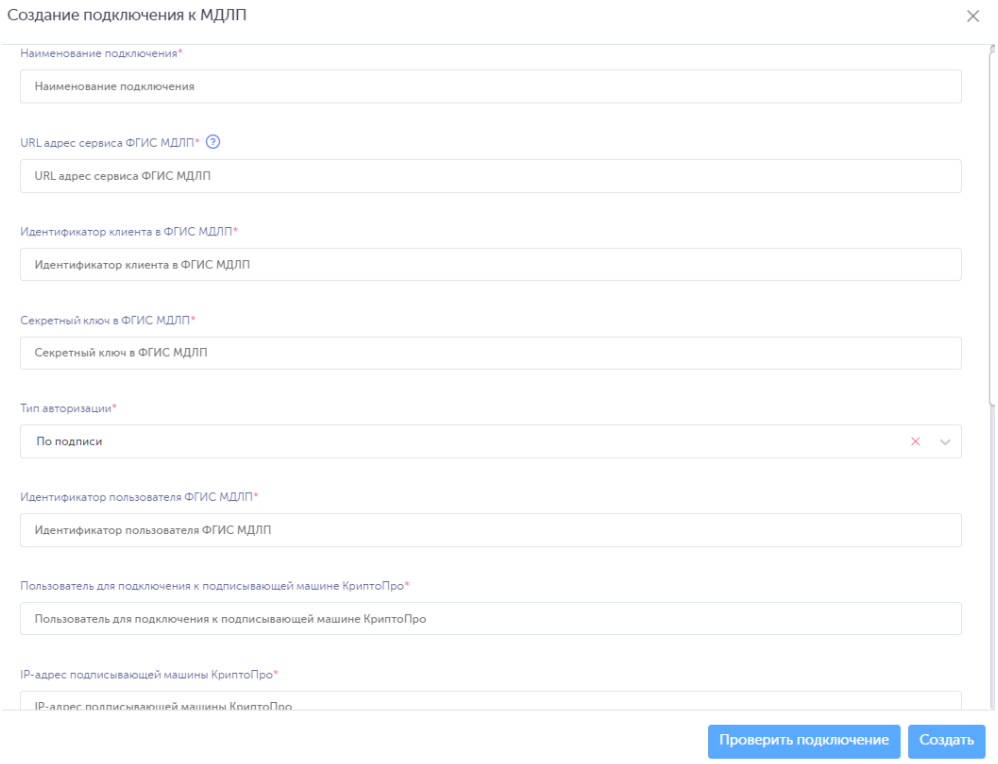

Рисунок 2-185
2) в открывшейся форме «Создание подключения к МДЛП» (Рисунок 2-185) заполнить соответствующие поля;